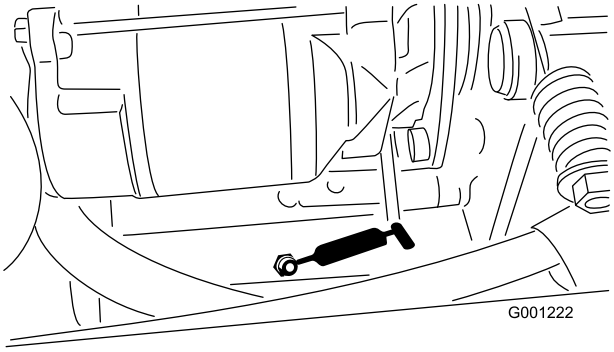

Figur 40
- Spændingsdrejetap til kraftudtag (Figur 40)
- Bageste kraftudtagsleje (Figur 40)